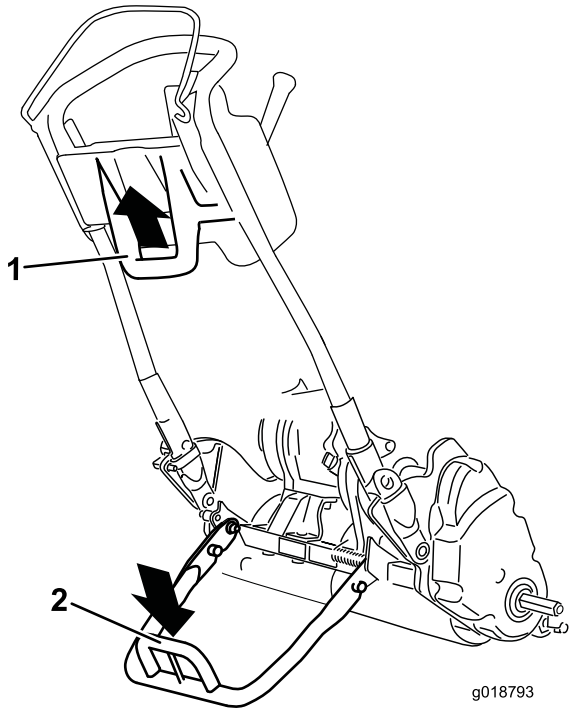

Figura 19
- Para utilizar el caballete para instalar las ruedas de transporte, bájelo al suelo y pise la barra del caballete, tirando del manillar inferior central de la máquina hacia arriba y hacia atrás (Figura 19).